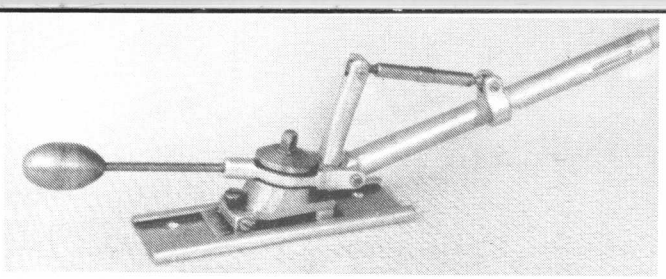

Bild 1
Die Halteplatte (3) gleitet in einer Führungsschiene. Mit der Schraube (12) wird das Drehgestell in der gewünschten Stellung geklemmt (Bild 1).